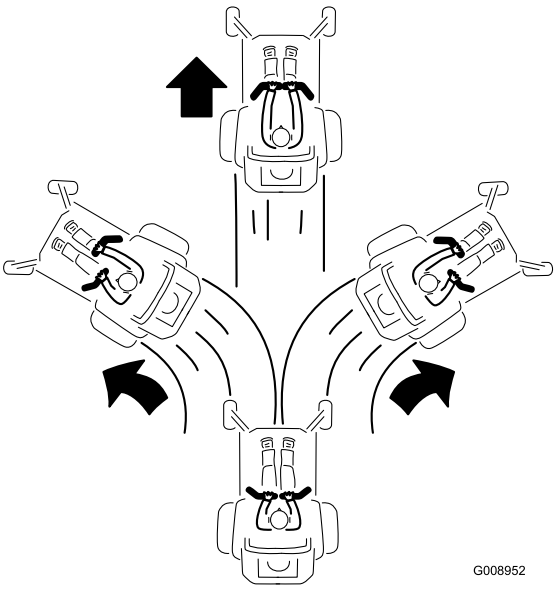

Figura 25
2. Para ir hacia adelante, empuje lentamente las palancas de control de movimiento hacia adelante (Figura 25).